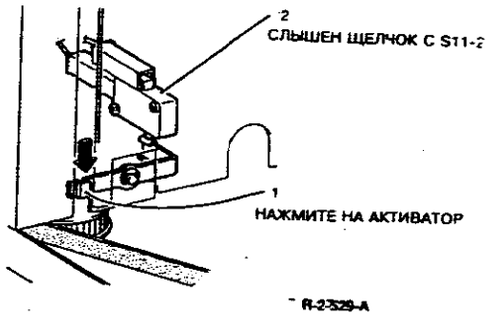

**Рисунок 2. Проверка срабатывания датчика нижнего предела (S11-2)**
3. (Рисунок 2) Для проверки срабатывания датчика нижнего предела S11-2 нажмите на активатор датчика. Должен раздаваться щелчок.
*ПРИМЕЧАНИЕ: (Рисунок 2) Доступ к активатору датчика производится через дверцу ячеек.*